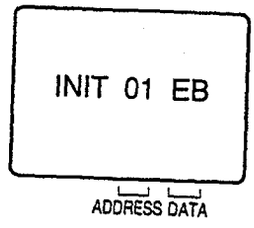

Fig. 1
4. Press the VOL. DOWN button on the set and the Channel button **(6)** on the remote control simultaneously. The **Fig. 1** appears on the display.
7. Press the SET +/- button on the remote control to set to the address of the wrong data, then press the ENTER button. The data will bink. **(Refer to Fig. 1)**